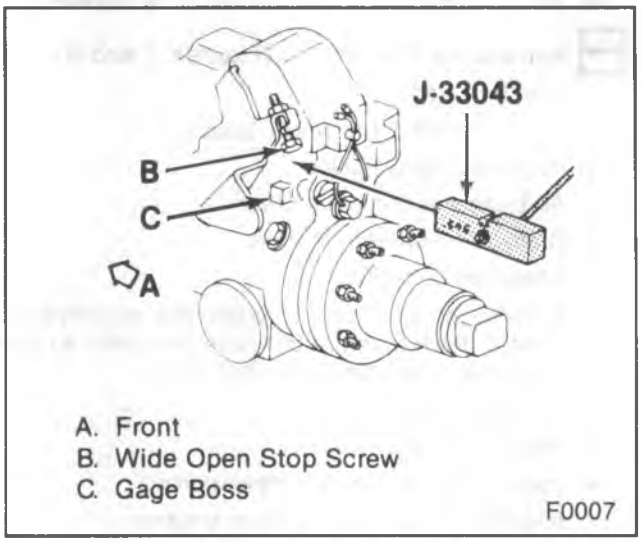

Figure 6—VRV Adjustment Block
4. Insert the 0.646-inch gage block between the gage boss on the injection pump and the wide open stop screw on the throttle lever (switch on position) (figure 6).
9. Insert J 36142 between the wide open stop pin and the wide open stop screw on the throttle ever (figure 6).